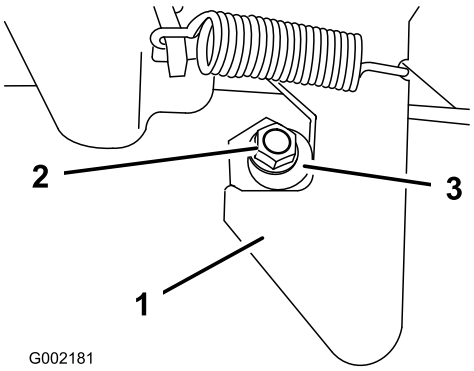

Figura 74
1. Allentate il dado di bloccaggio sull'estremità della colonnetta di ancoraggio (Figura 74).
2. Ruotate la colonnetta di ancoraggio in senso orario finché non si trova saldamente contro la sezione di aggancio del fermo (Figura 74).